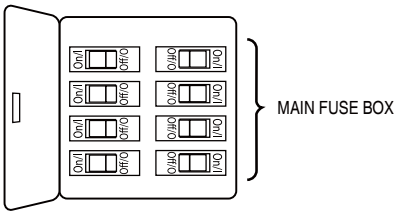

**Figure 9**
**To avoid possible fire or shock, be sure electricity is turned off at the main fuse box before hanging. (Figure 9)**